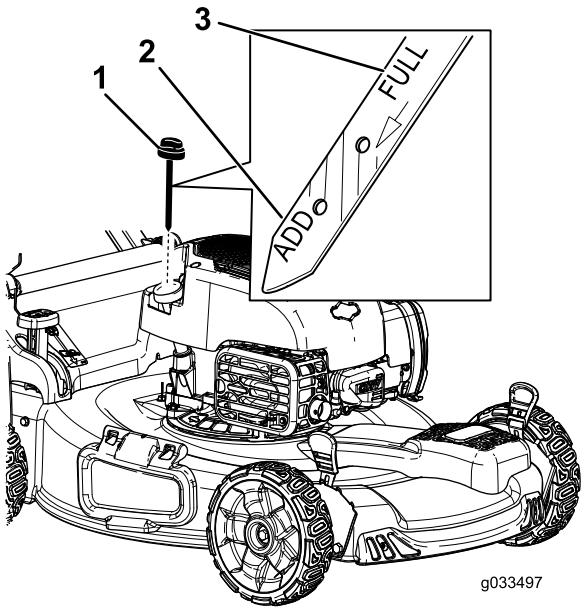

Figur 14
2. Ta ut oljestickan (Figur 14).
5. Ta ut oljestickan och läs av oljenivån, se Figur 14.